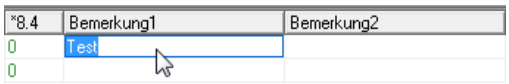

Bild 23.12 – Globales Editieren einer Bemerkung
- Tragen Sie im Modus *Funktionsliste* einen Text ins Feld *Bemerkung1* ein, indem Sie ins Feld klicken (Abb. 23.12).